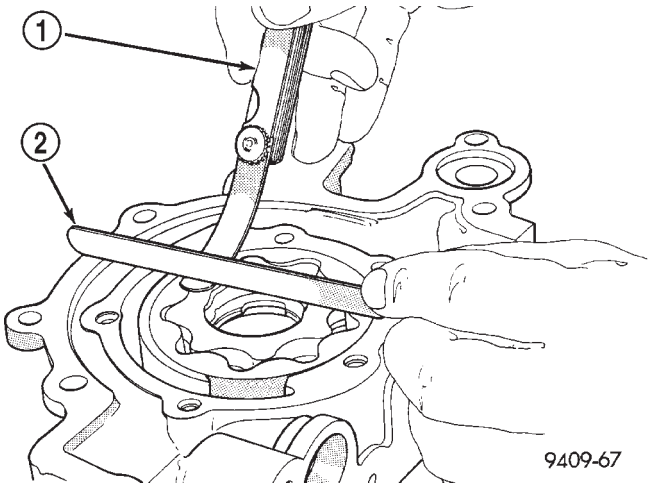

Abb. 133 Spiel über den Pumpenrädern messen
(7) Haarlineal zwischen den Schraubenbohrungen auf das Pumpengehäuse legen. Läßt sich eine Fühlerlehre von 0,102 mm (0,004 Zoll) oder mehr zwischen Pumpenräder und Haarlineal schieben, Pumpe komplett austauschen (Abb. 133), jedoch **NUR** wenn die Pumpenräder den Sollwerten entsprechen.
(8) Kolben des Überdruckventils auf Riefen und Leichtgängigkeit prüfen. Leichte Kratzer können mit Schleifpapier der Körnung 400 entfernt werden.
(9) Die ungespannte Länge der Überdruckventilfeder beträgt ca. 60,7 mm (2,39 Zoll). Bei einer Spannkraft von 81 bis 86 N muß die Länge 40,5 mm (1,60 Zoll) betragen. Feder bei Überschreitung der Sollwerte austauschen.
(10) Ist der Öldruck trotz intakter Pumpe zu niedrig, auf Verschleiß der Motorlager, beschädigten oder